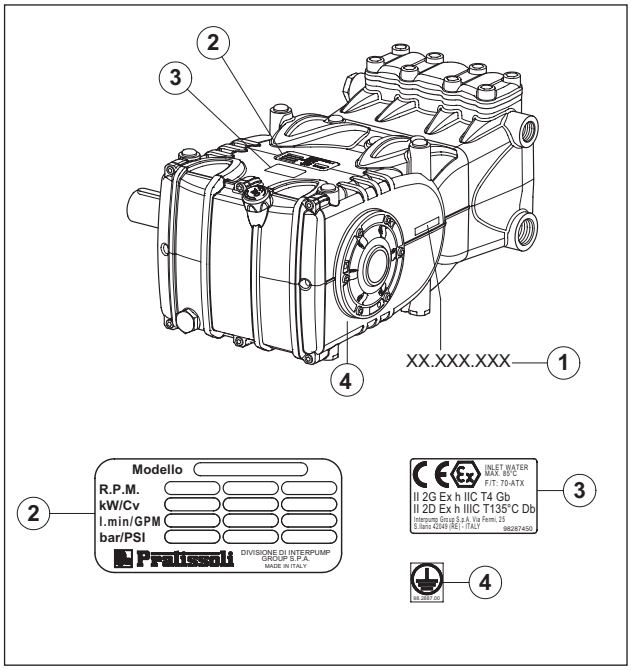

图 1
每台泵均带有自己的系列号XX.XXX.XXX，请参阅位置①，以及一个标牌，请参阅②的图 1，上面标有：